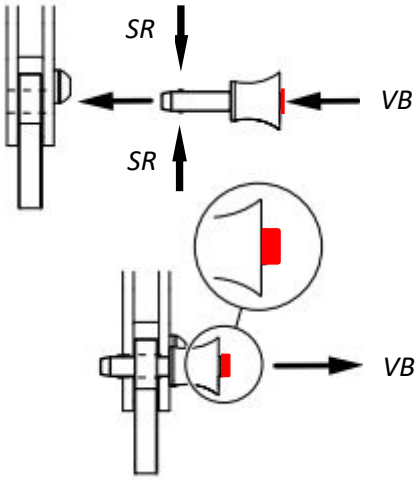

Abbildung 19: Kugelsperrbolzen für die hintere Verbindung zweier LA 210-Lautsprecher mittels LA 210-Serie-Lastadapter
1. Drücken Sie den Verriegelungsbolzen [*VB*], um die Sperrriegel [*SR*] zu entriegeln (Abbildung 19.